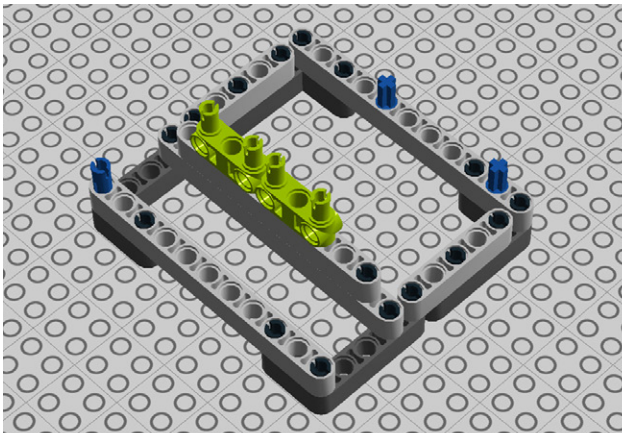

Figure 9-88. *Step 83: Attaching two 3M beams with pegs*
83. Attach a pair of 3M beams with pegs (Figure 9-88).